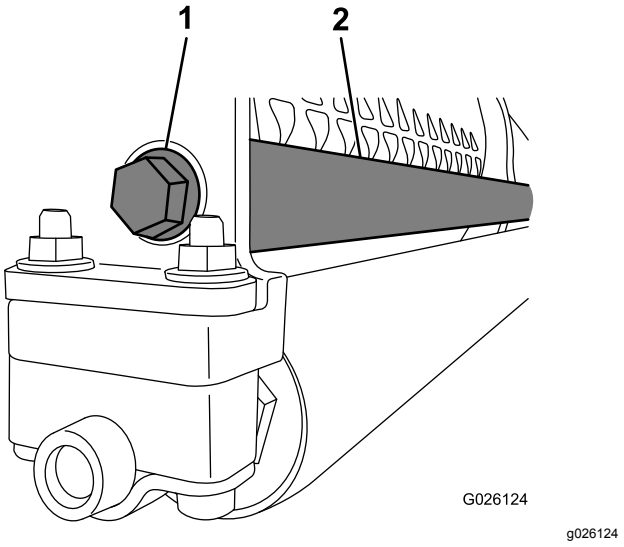

Figuur 6
4. Bevestig het schroefdraaduiteinde van de gewichtstang met een flenskopbout aan het frame (Figuur 6).